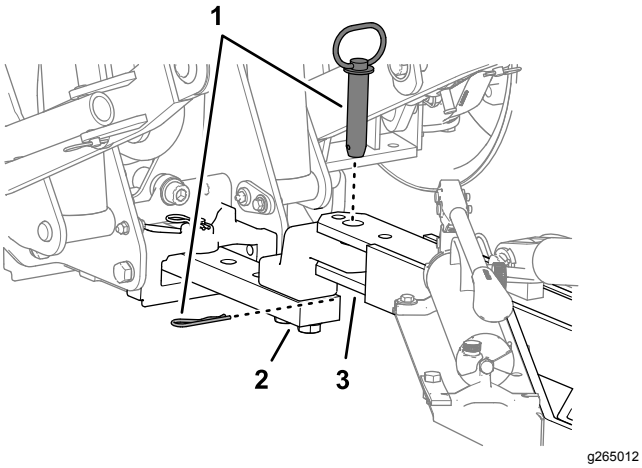

Figur 13
7. Ret dybdelufterens trækstang ind efter trækstangen på traktionsenheden, og brug fastgørelsesanordningerne på køretøjets bugsertræk til at fastgøre dybdelufteren (Figur 13).